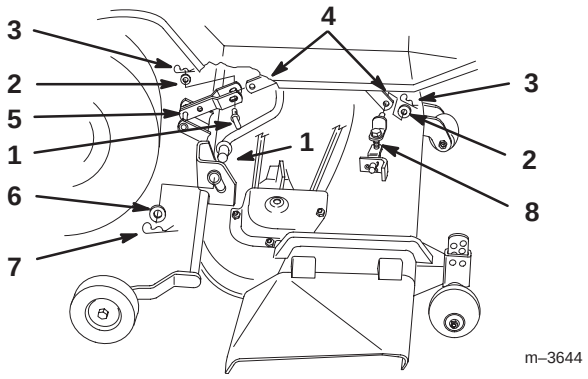

Figure 17
4. Retirer la goupille épingle, la rondelle et l'axe de chape du bras porteur de relevage et déposer ce dernier du relevage d'accessoire (Fig. 17).
5. Retirer la goupille épingle et la rondelle des liaisons réglables, et détacher ces dernières du bras de relevage avant (Fig. 17).
6. Retirer les goupilles épingles et les rondelles des bras de relevage porteurs (Fig. 17).
7. Glisser le plateau de coupe vers la droite pour le dégager des bras de relevage porteurs (Fig. 17).